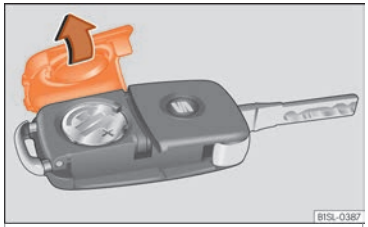

Fig. 129 Vehicle key: battery compartment cover.
The battery is located to the rear of the vehicle key, under a cover ››› **Fig. 129**. »
- Remove the cover from the back of the vehicle key ››› Fig. 129 in the direction of the arrow ››› ❗.
- Fit the battery compartment cover, pressing in the direction of the arrow as shown ››› Fig. 129 until it clicks into place.